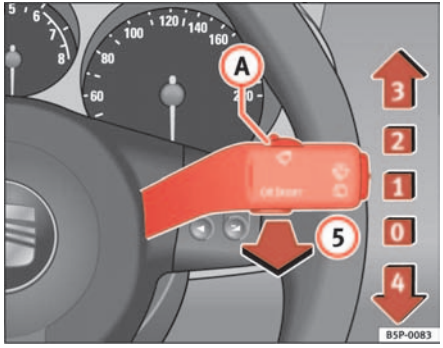

Fig. 86 Windscreen wiper and windscreen wash lever
The windscreen wiper lever ⇒ fig. 86 has the following positions:
- The next speed down will automatically be selected if speed ⇒ page 118, fig. 86 (2) or (3) is selected when the vehicle stops. The set speed will be resumed when the vehicle starts again